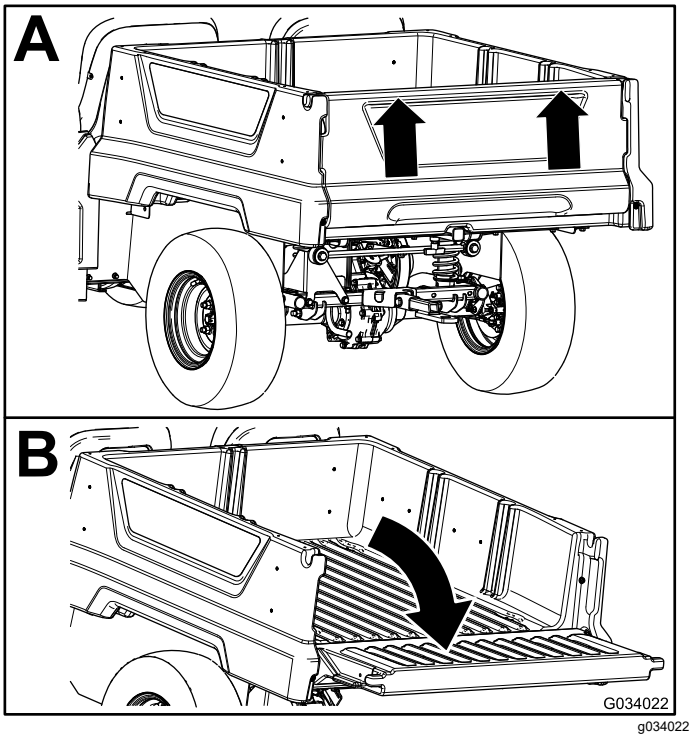

Figura 17
2. Eleve el portón trasero con las dos manos mediante el reborde cerca de la parte superior del portón trasero (Figura 17).
3. Baje el portón hasta que quede nivelado con la parte inferior de la plataforma de carga (Figura 17).